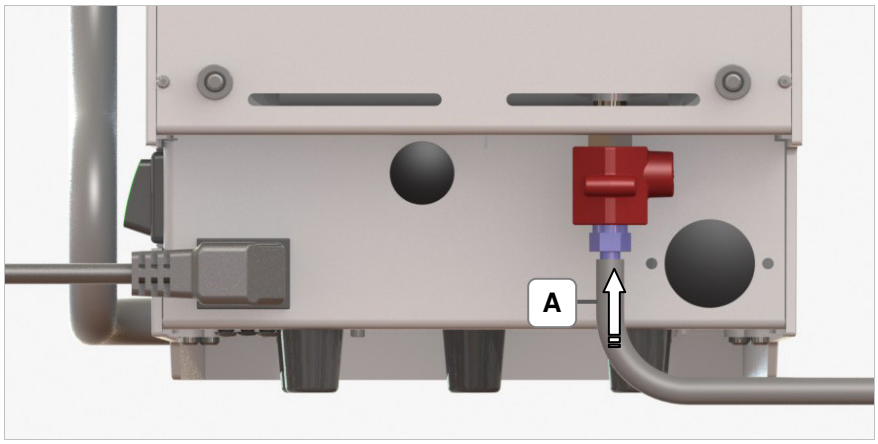

Figure 8.2.1: Connecting the maintenance hose to the ball valve
2. Connect the maintenance hose (Figure 8.2.1) to the connecting mounting on the ball valve.
8. Remove the maintenance hose (Figure 8.2.1).